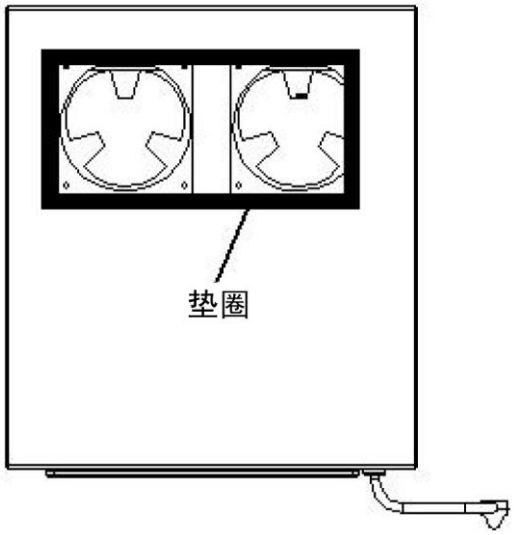

图 2.3 顶部排气口垫圈
- 如果采用顶部排气，也在冷却装置顶部排气口放一个垫圈（见图 2.3）。